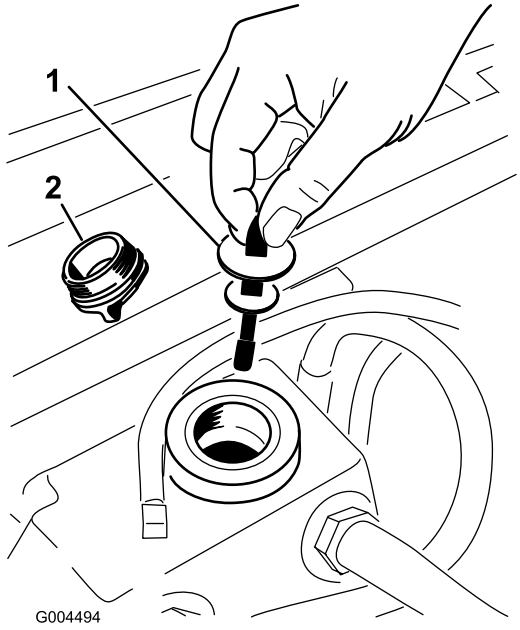

Figur 60
5. Afmonter hydraulikpåfyldningsdækslet fra påfyldningsstudsen (Figur 60).
6. Fjern målepinden, og aftør den med en ren klud (Figur 60).
7. Placer målepinden i påfyldningsstudsen, tag den op igen, og kontroller væskestanden (Figur 60).